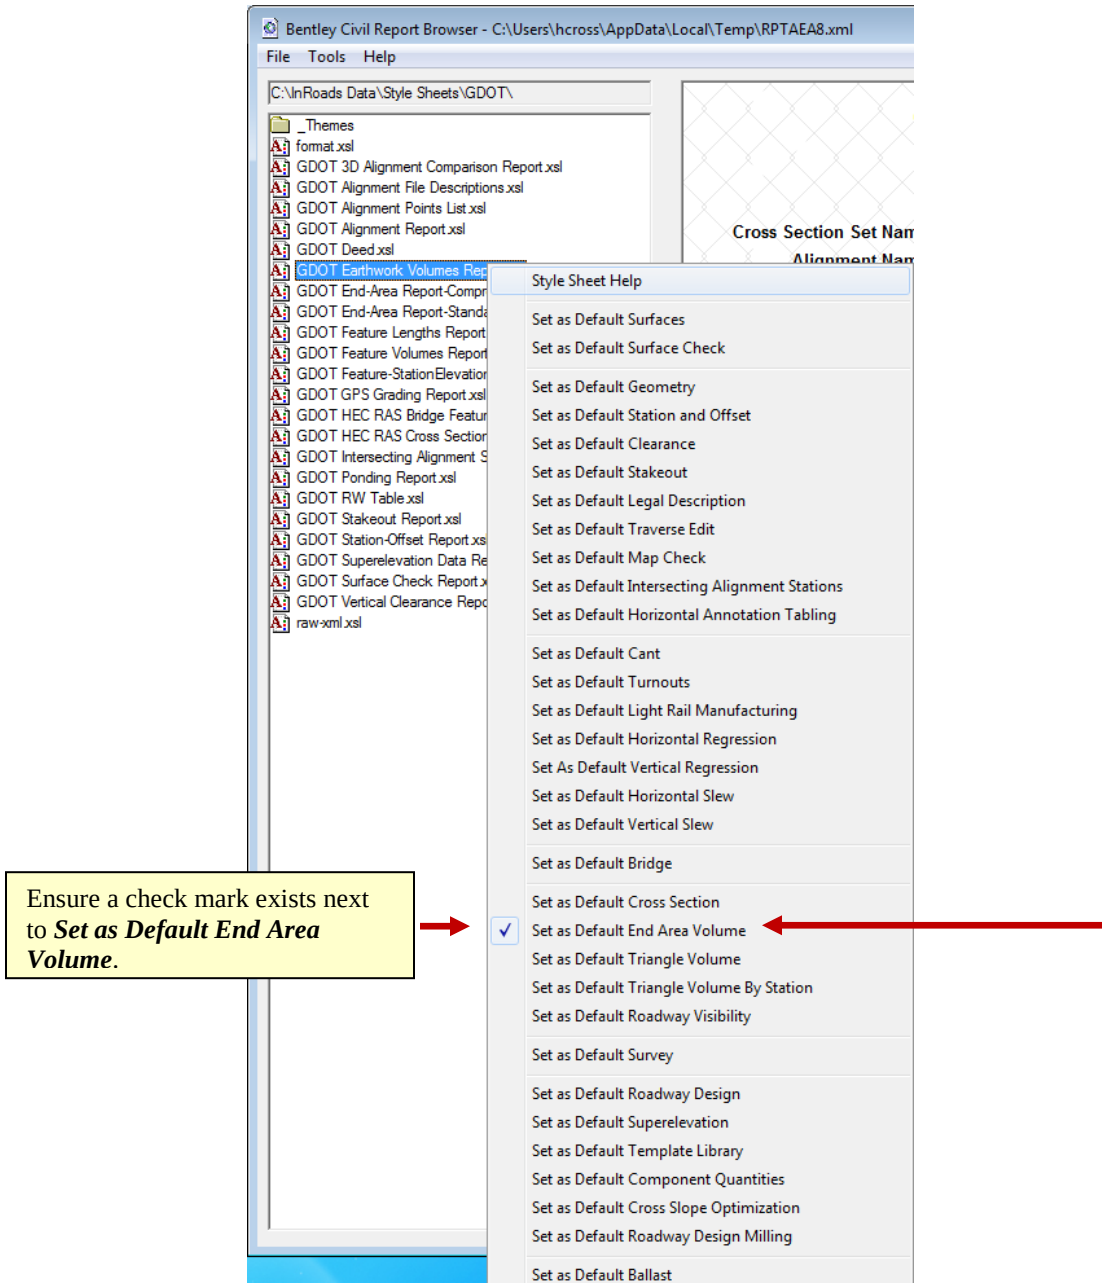

Figure L11-7 Report Browser
23.	**Set the Style Sheet 'GDOT Earthwork Volumes.xsl' to be the Default Style Sheet that opens whenever the End-Area Volumes command is processed.** • In the **Bentley Civil Report Browser,** Right click over the Style Sheet **GDOT Earthwork Volumes.xsl**. • In the pop-up menu, Left click on **Set as Default End Area Volume** and ensure a check mark exists next to it as shown in *Figure L11-7*. • In the **Bentley Civil Report Browser** click **File ▶ Exit** to close out of the Report Browser.